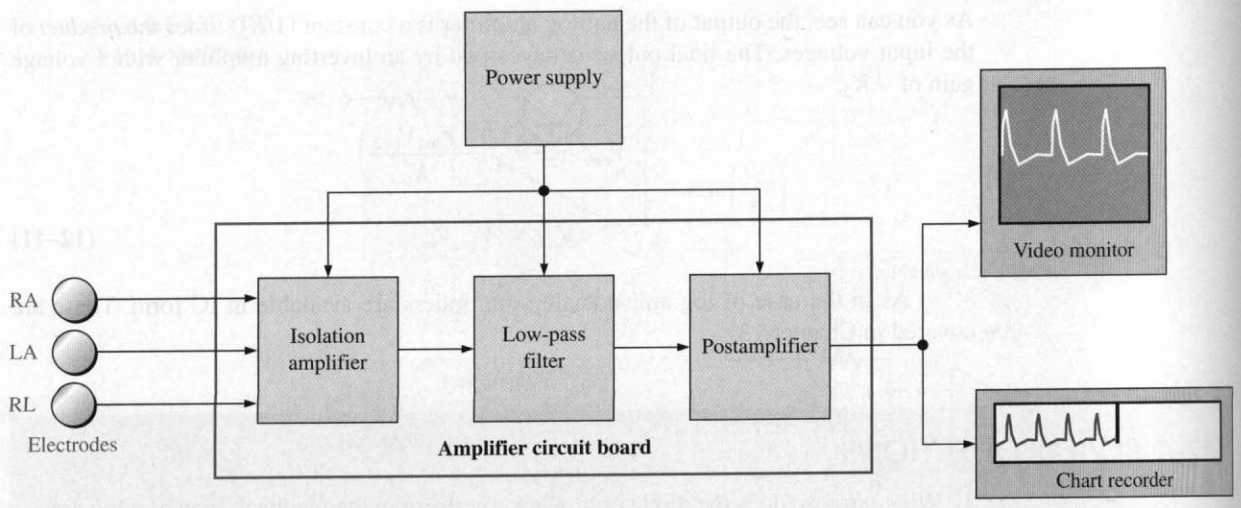

FIGURE 12–34
As indicated in the block diagram in Figure 12–34, an ECG system has at least three electrodes. There is a right-arm (RA) electrode, a left-arm (LA) electrode, and a right-leg